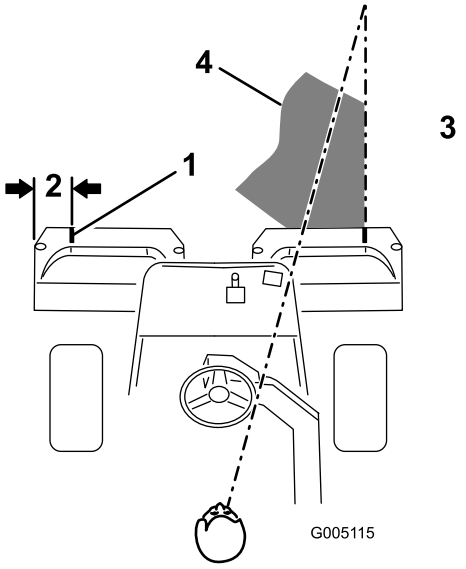
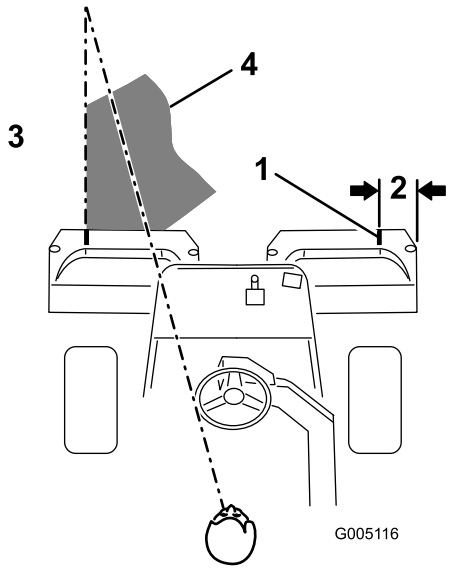

Bild 29
Bild 30
2. Bringen Sie einen Streifen weißes Isolierbands an jedem Korb an, oder zeichnen Sie eine Linie. Das Isolierband bzw. die Linie sollten parallel mit der äußeren Kante jedes Korbs verlaufen (Bild 29).
3. Wenn Sie zurückfahren, sollte der neue Mähgang den ersten ein klein wenig überlappen. Damit Sie in einer möglichst geraden Linie über die Grünfläche fahren können und einen gleichmäßigen Abstand zum zuvor gemähten Rasenstück einhalten können, sollten Sie sich eine imaginäre Sichtlinie ungefähr 1,8 m bis 3 m vor der Maschine bis zum Rand des noch ungemähten Teils der Grünfläche vorstellen (Bild 29 und Bild 30). Manche Leute finden es auch hilfreich, die äußere Kante des Lenkrads in die Sichtlinie mit einzubeziehen, d.h. sie halten das Lenkrad in einer Linie mit einem Punkt, der immer im gleichen Abstand von der Vorderseite der Maschine bleibt (Bild 29 und Bild 30).